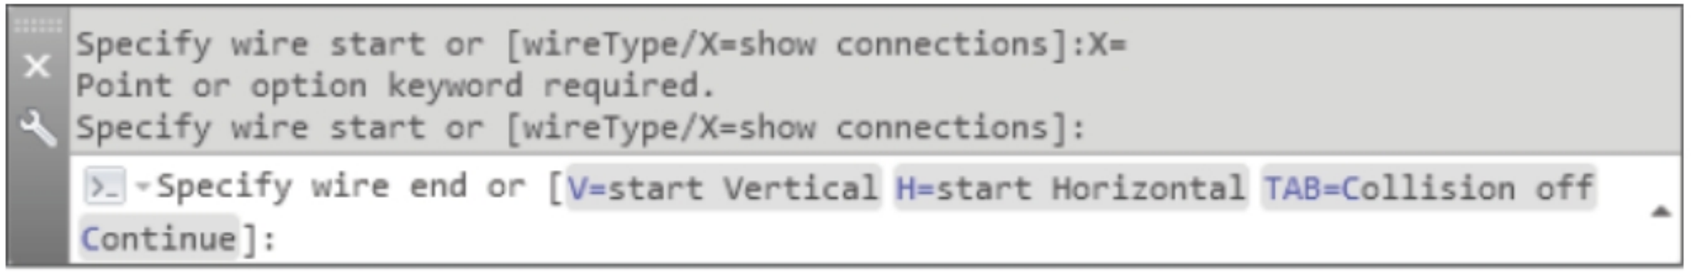

Figure-4. Command prompt after specifying start point
- Click in the drawing area to specify the start point of the wire. You will be asked to specify the end point of the wire and the command prompt will be displayed as shown in Figure-4.